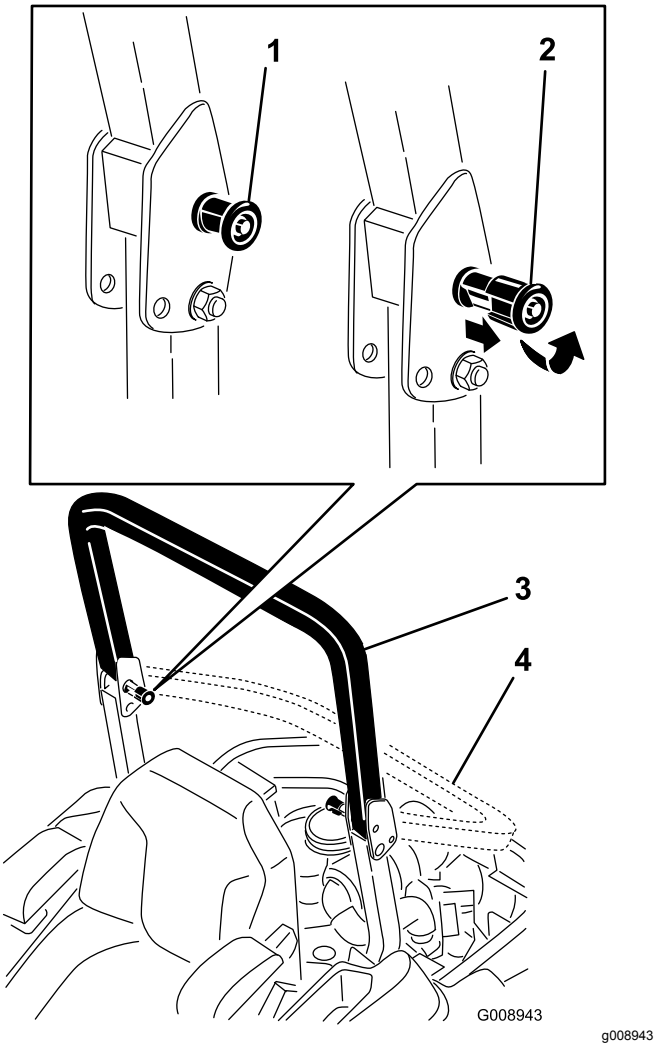

Figur 8
2. Træk begge greb ud, og drej dem 90 grader, så de ikke sidder fast (Figur 8).
3. Sænk styrtbøjlen til sænket position (Figur 8).
4. Hæv styrtbøjlen til betjeningsposition, og drej grebene, så de skubbes delvist ind i rillerne, for at hæve styrtbøjlen (Figur 8).
5. Løft styrtbøjlen til helt oprejst position, samtidig med at der skubbes på den øverste del af styrtbøjlen. Derefter springer stifterne på plads, når hullerne placeres ud for stifterne (Figur 8).